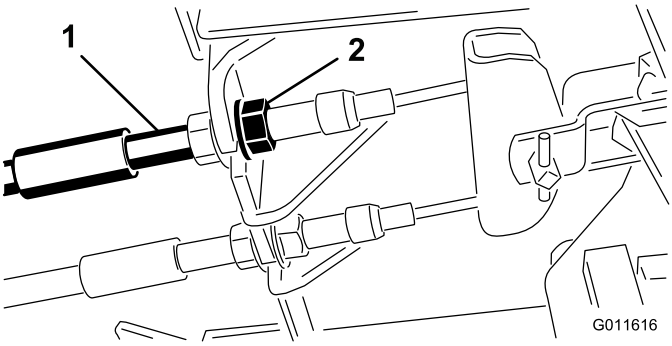

Figur 72
1. Tilspænd bremserne for at reducere bremsepedalernes frie vandring ved at løsne den forreste møtrik på bremsekablets gevindende (Figur 72).